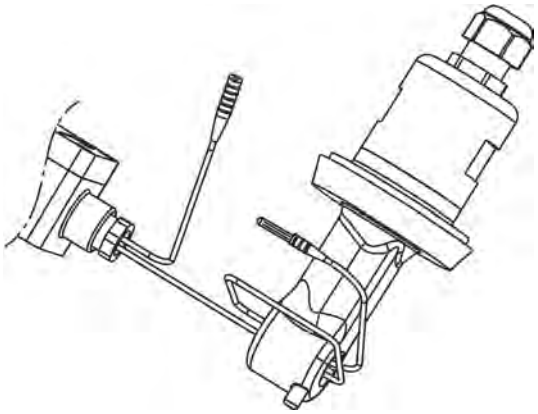

Fig. 74: Fil entourant le capteur Ci
faites passer deux fois le câble de l'adaptateur d'étalonnage dans l'orifice de la sonde de mesure (voir *Chapitre 10.2.5.5 « Compensation de base de Ci » à la page 155* , Fig. 74) et fermez la boucle.
4. Faites passer deux fois le fil de l'adaptateur d'étalonnage à travers l'orifice du capteur Ci, sans raccorder ses extrémités. (Voir Fig. 74 .)